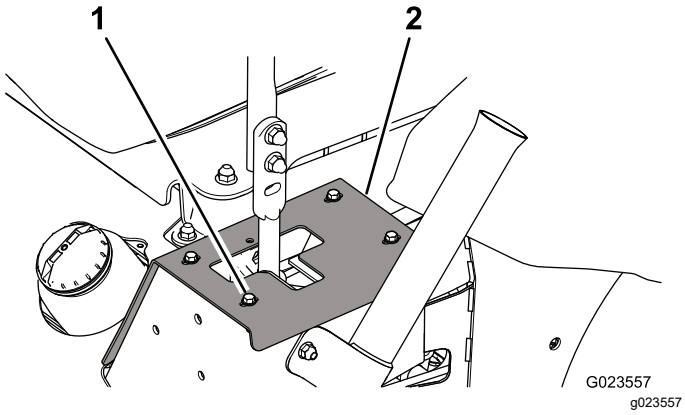

Figuur 61
2. Om bij de bevestigingsbouten van de demper te komen, verwijdert u de bouten waarmee de aanslagplaten bevestigd zijn aan het frame (Figuur 61).